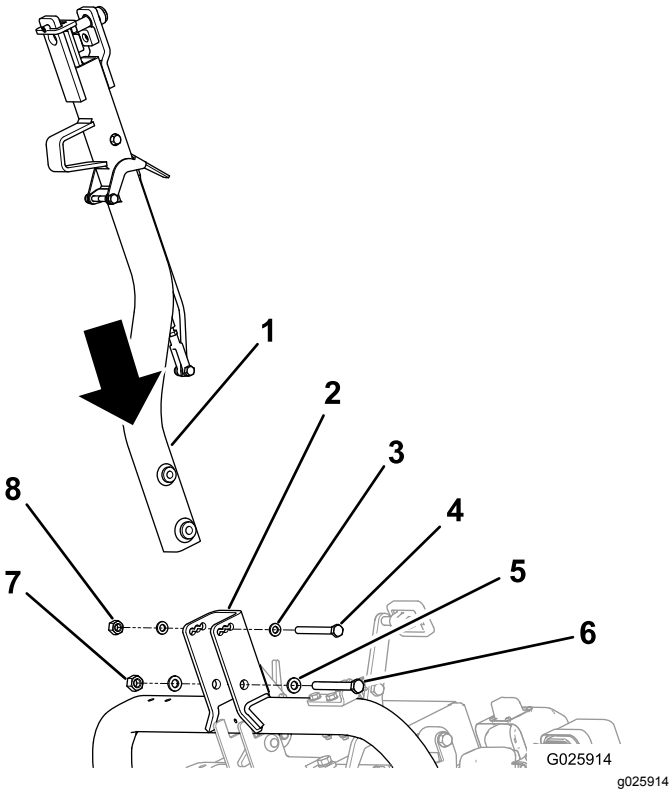

Figuur 5
2. Bevestig de haak aan de draaibeugel met geschikt bevestigingsmateriaal; zie Figuur 5.